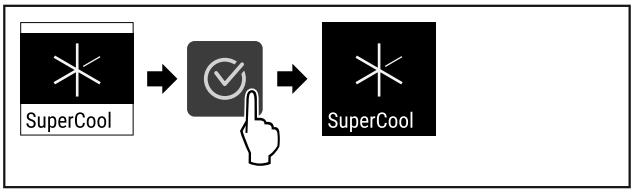

Fig. 74
▶ Suivre les étapes (voir Fig. 74) .